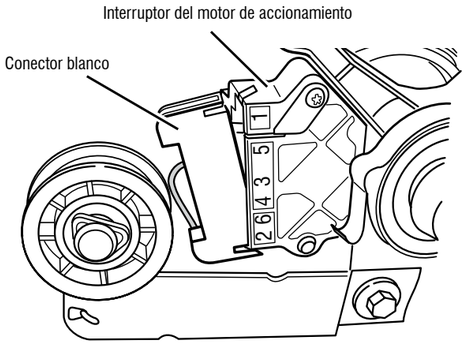

Figura 9: Quite el conector blanco
8. Retire el conector blanco del interruptor del motor de accionamiento. Consulte la Figura 9.